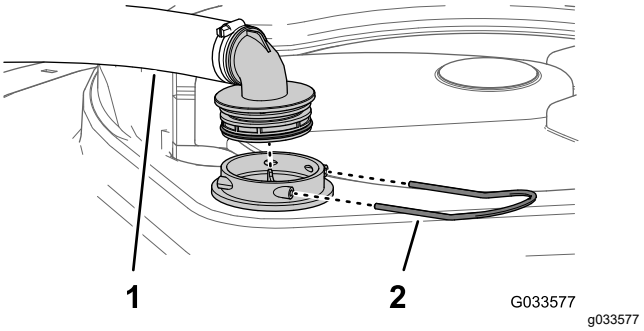

Figur 58
2. Ta bort hållaren som fäster slangnippeln på den stora slangen och filterkåpan på tankens ovansida (Figur 58).
3. Ta bort slangen och slangnippeln från filterkåpan (Figur 58).